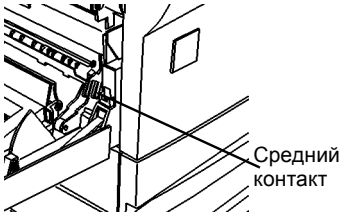

Рисунок 6 Заземление валика переноса
a. Подсоедините черный щуп мультиметра к среднему контакту (Рисунок 6).